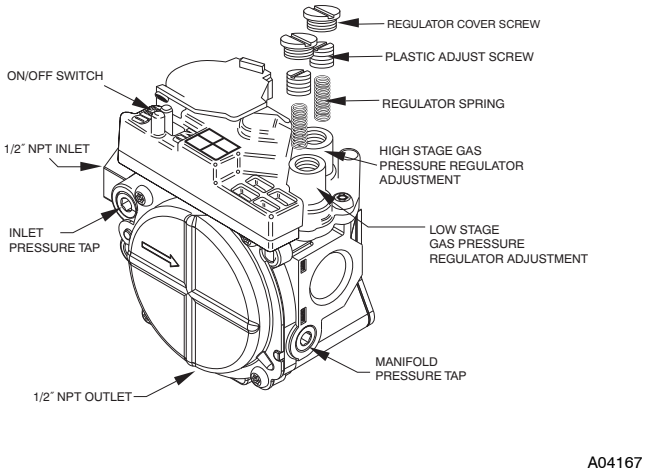

Fig. 14 - Two-Stage Gas Valve (208/230 VAC Models)
1. Remove regulator cover screw(s) over plastic adjustment screw(s) on gas valve (see Fig. 14).
2. Turn the high stage plastic adjustment screw clockwise to increase gas input and counterclockwise to decrease input (see Fig. 14). Manifold pressure must be between 3.2 and 3.8 IN. W.C. for high stage.
3. Replace high stage regulator cover screw on gas valve (see Fig. 14).
4. Turn the low stage plastic adjustment screw clockwise to increase gas input and counterclockwise to decrease input (see Fig. 14). Low stage manifold pressure must be between 1.4 and 2.0 IN. W.C.
5. Replace low stage regulator cover screw(s) on gas valve (see Fig. 14).